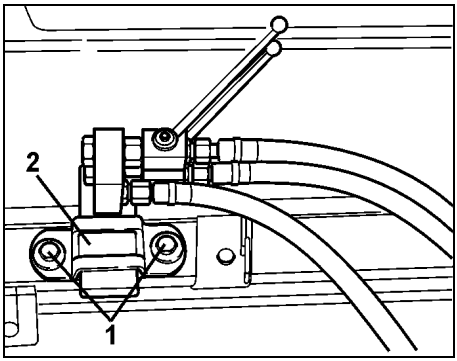

Rys. 74
- W odpowiednim miejscu wywiercić dwa otwory ø 12 mm do śrub mocujących (Rys. 74/1).
- Zamontować uchwyt (Rys. 74/2) śrubami mocującymi (Rys. 74/1).